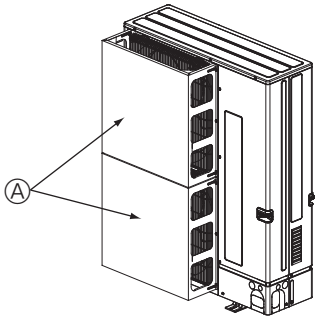

Fig. 2-5
② Bringen Sie eine optionale Windschutzführung an, falls das Gerät an einem Ort installiert ist, an dem starker Wind wie etwa von einem Orkan usw. direkt in den Luftauslass eindringen kann. (Fig. 2-5)